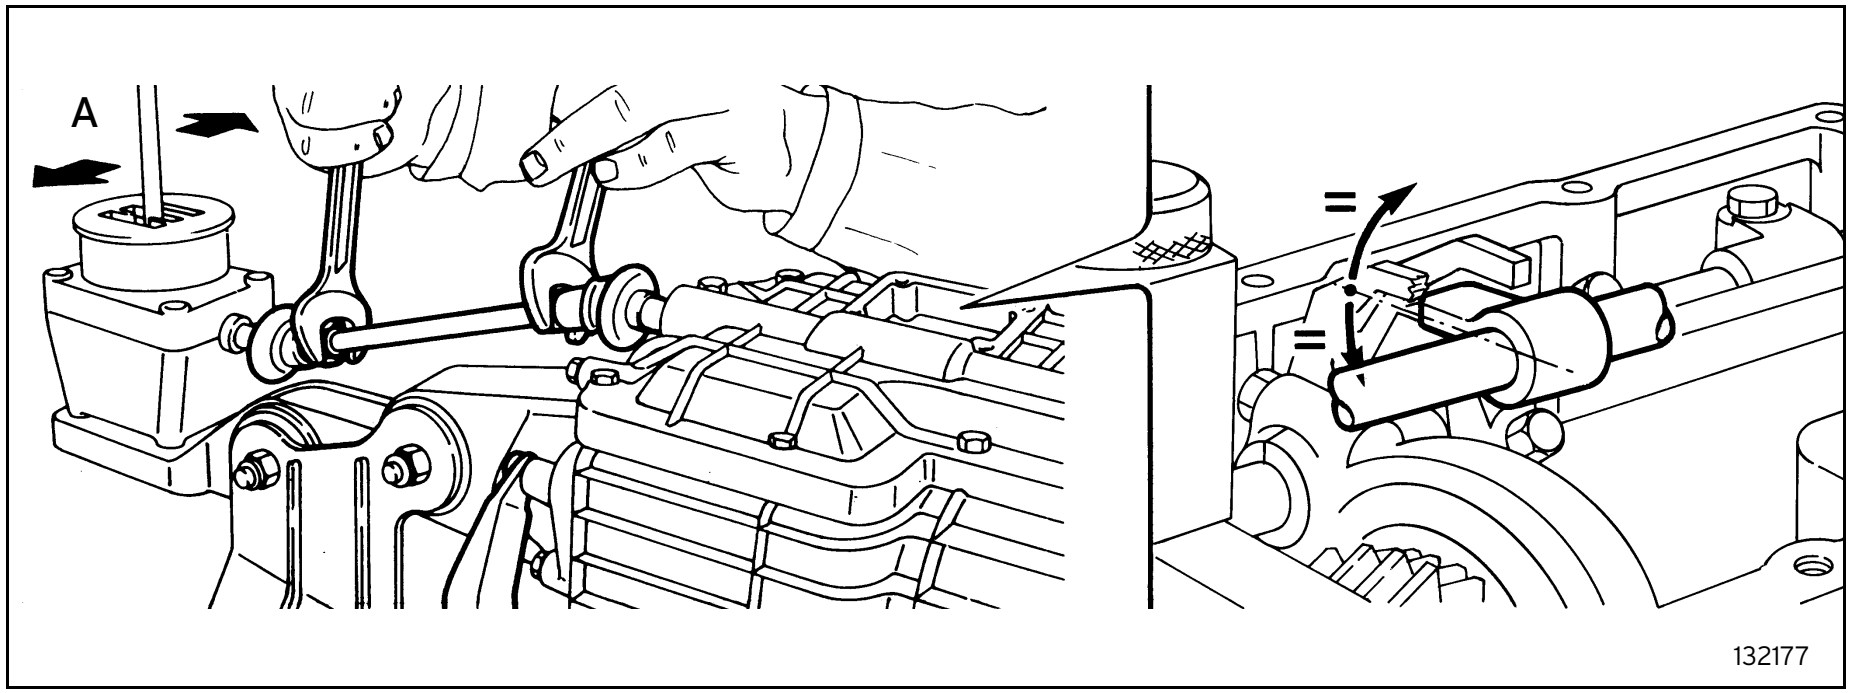

Fig. 78
- fit tool 962495063, then adjust the external control rod so that with the control lever perfectly centred crosswise (movement A) the ratchet control block angle is centred to the ratchets (figure 78);